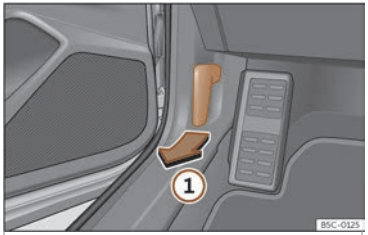

Fig. 209 Palanca de desbloqueig a l'espai reposapeus del conductor.
• Obriu la porta i estireu la palanca que hi ha sota del tauler d'instruments››› fig. 209 ①.